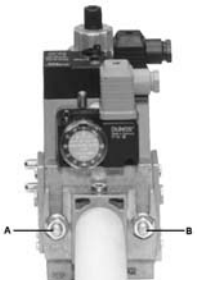
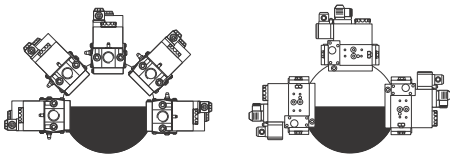

Fig. 19
Fig. 22
3. apretar los tornillos A, B, C y D (Fig. 19 - Fig. 20), respetando las posiciones de montaje (Fig. 22);